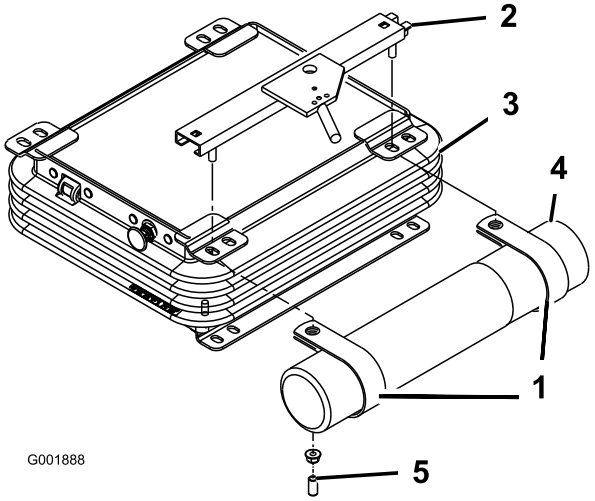

Figur 7
2. Fjern de to møtrikker og vinylmuffer (hvis de er monteret), der fastholder det øvre sædebeslag til sædeaffjedringens venstre side (Figur 7).
3. Sæt R-klemmerne løst på sædebeslagets tapper med de to møtrikker, der blev fjernet før. (Figur 7). R-klemmerne skal sættes under sædeaffjedringstapperne.
4. Sæt røret til betjeningsvejledningen på R-klemmerne, og stram møtrikkerne (Figur 7).